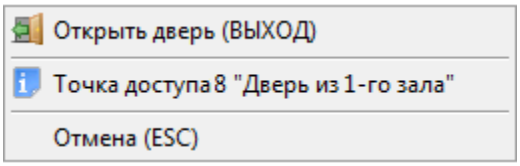

Рисунок 8-158 Контекстное меню для однонаправленной точки доступа с режимом работы "Выход"
– Предоставление доступа на выход (см. Рисунок 8-158) – для двунаправленной точки доступа, имеющей режим «Вход/Выход», или однонаправленной точки доступа, имеющей режим «Выход»;